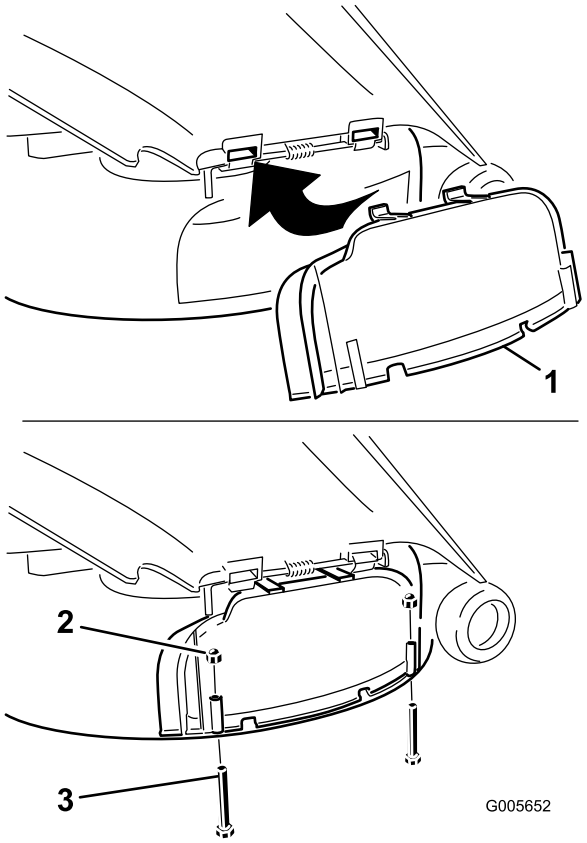

Figur 25
5. Vrid ner utkastarluckan över öppningen och på den undre kanten på klipparen (Figur 25).
6. Fäst utkastarluckan på den nedre kanten på klipparen med två skruvar (1/4 x 2 1/2 tum) och två hattmuttrar (1/4 tum) i enlighet med Figur 25.